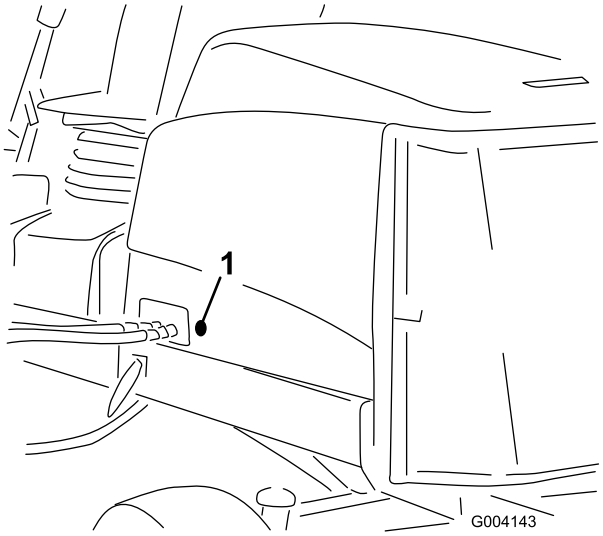

Figur 16
2. Ta bort den gummihylsa som sitter i hålet på motorhuvens vänstra sida (Figur 16).